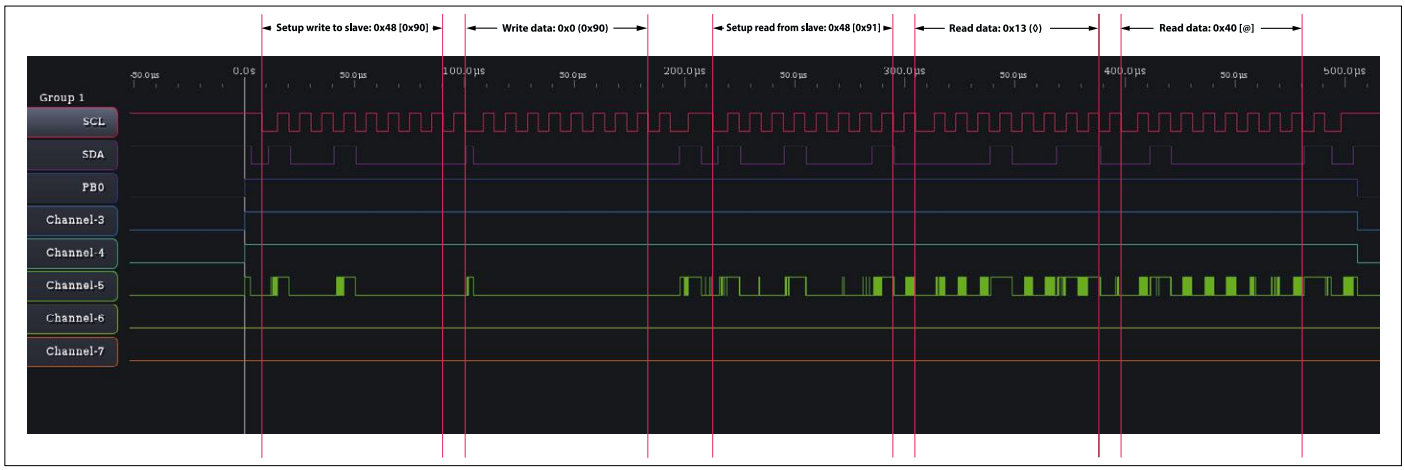

Bild 5. Der Open Logic Sniffer beobachtet, wie die Temperaturwerte eines LM75 von einem ATmega88 gelesen werden.
**Bild 5** zeigt, wie ein ATmega88 das Temperaturregister eines LM75 liest. Zu Anfang (bei 0.0 s) sieht man die *Start-Condition*, am Ende (bei 500.0 us) die *Stop-Condition* und bei 200.0 µs die *Repeated-Start-Condition*. Zwischen dem Triggerpunkt und etwa 200.0 µs wird der LM75 zum Schreiben adressiert und die Registernummer `0x00` an den LM75 übertragen, nach der *Repeated-Start-Condition* wird der LM75 nochmal, diesmal zum Lesen, adressiert und es werden die beiden Bytes `0x13` und `0x40` aus dem Temperatur-Register an den Atmega88 übertragen. Der Trigger erfolgt übrigens über PB0: Bevor die Übertragung beginnt, wurde PB0 auf 1 gesetzt, nach der Übertragung wieder auf 0.